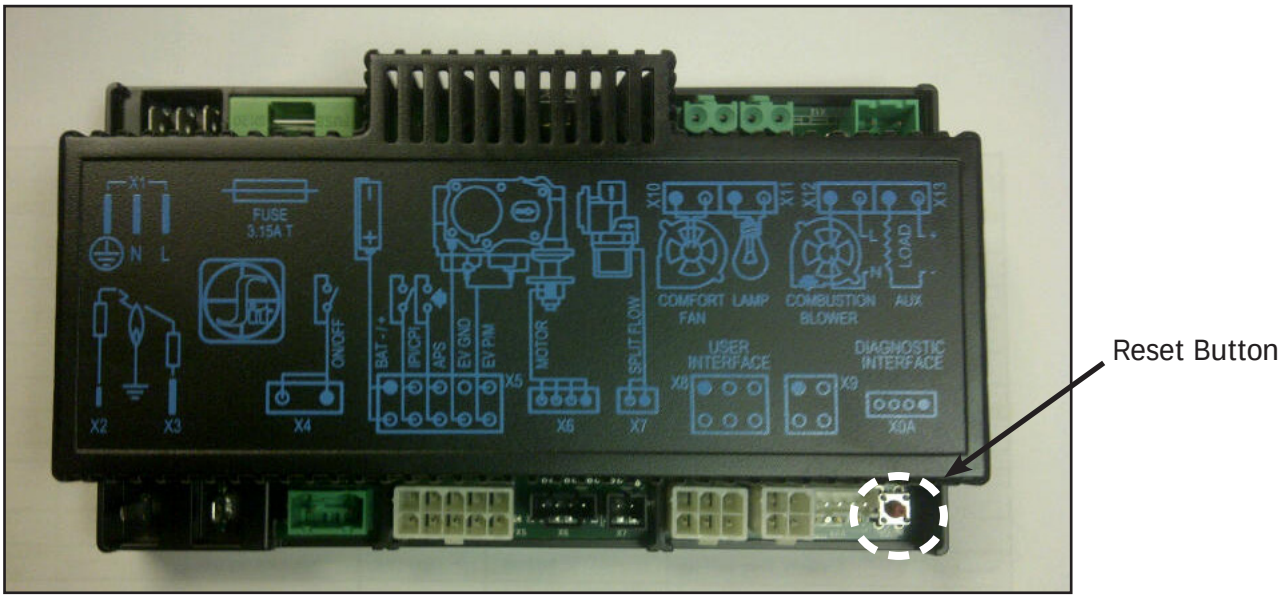

Figure 6: Integrated Fireplace Controller
The Proflame 2 IFC (Figure 6) connects directly to the gas valve, stepper motor, pilot, covection fans (optional) and light kit (optional) with a wiring harness. The IFC is mainly powered by 120 VAC but can also run off a battery backup four (4) AA type batteries for shorter periods of time. The IFC accepts commands via radio frequency from the Transmitter to operate the appliance in accordance with the particular Proflame 2 system configuration. The IFC has a red reset button at the front right corner that is used is to synchronize the Transmitter when using the for the first time, or after the batteries have been replaced.
Install the four (4) AA batteries into the IFC battery holder. Note the polarity of the battery and insert into the battery bay as indicated on the body of the battery holder. Press the reset button on the IFC marked “SW1” (see Figure 6).